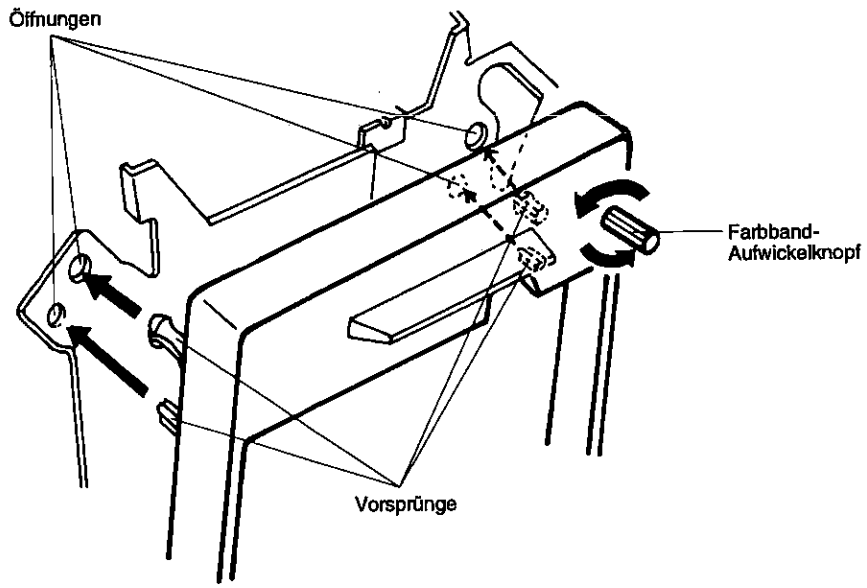

Abb. 2
- Die vorspringenden Ansätze auf der Rückseite der Farbbandkassette in die vier vorgesehenen Öffnungen des Druckers (siehe Abb. 2) einsetzen.
4. Den Farbband-Aufwickelknopf in Pfeilrichtung drehen, um das Farbband zu straffen (siehe Abb. 2).